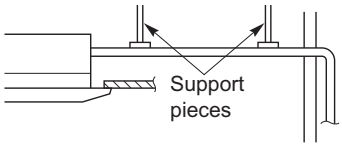

Fig. 2-182
- Do not apply force to the piping on the unit side when connecting the drain pipe. The pipe should not be allowed to hang unsupported from its connection to the unit. Fasten the pipe to a wall, frame, or other support as close to the unit as possible. (Fig. 2-182)